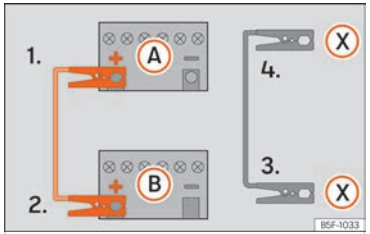

Fig. 155 Esquema de conexión para vehículos con sistema Start Stop.
Los cables de arranque solo se deberán conectar siguiendo el orden **1 > 2 > 3 > 4** ››› fig. 155.
Vehículos con sistema Start-Stop: emborne un extremo del cable negro de emergencia (X) a un terminal de masa adecuado, a una pieza de metal maciza que vaya atornillada al bloque motor o al mismo bloque motor ››› fig. 155.
5. Emborne el otro extremo del cable *negro* de emergencia (X), en el vehículo con la batería descargada, a una pieza de metal maciza que vaya atornillada al bloque motor o al mismo bloque motor pero lo más alejado posible de la batería **A**.